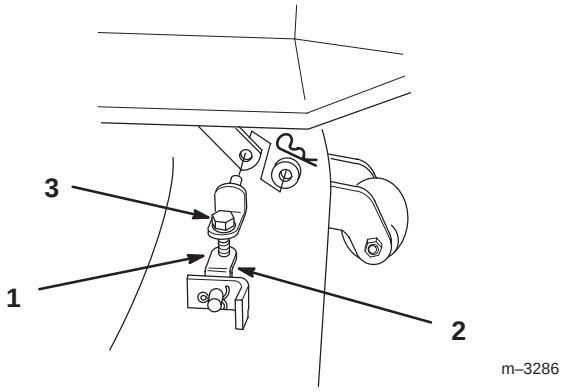

Figure 16
6. Pour régler l’inclinaison avant/arrière des lames, desserrer les contre-écrous des liaisons avant réglables (Fig. 16).
7. Visser ou dévisser les boulons des liaisons avant réglables pour modifier l’inclinaison longitudinale des lames (Fig. 16).